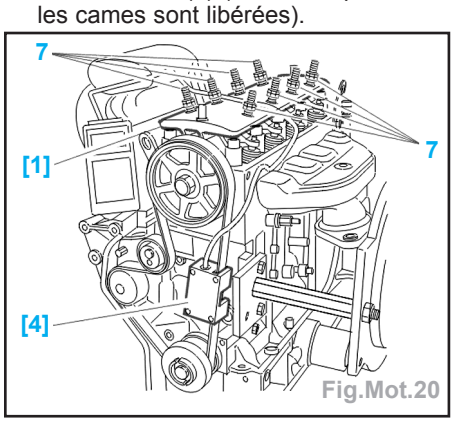

Fig.Mot.20
- Serrer l'écrou (4) à 2,2 daN.m.
- Déposer les vis (7) (Fig.Mot.20) :
- serrer les vis (7) (s'assurer que toutes les cames sont libérées).